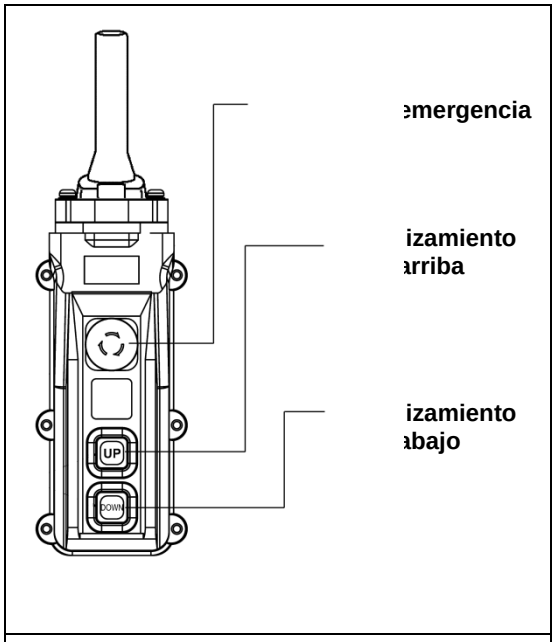

Figura 4-1 Botones del control de botonera
4.3.2 Cuando use el control de botonera, presione el botón izamiento hacia arriba para elevar la cadena o el gancho de carga del polipasto o el botón izamiento hacia abajo para bajar la cadena o el gancho de carga del polipasto como se muestra en la Figura 4-1. Para detener el movimiento, suelte los botones.